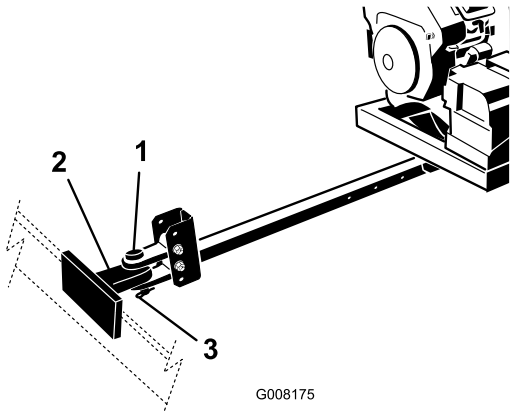

Figur 6
4. Koppla ihop lövblåsens dragkroksklyka och bogserfordonets dragkrok med hakbulten och klykan (Figur 6).